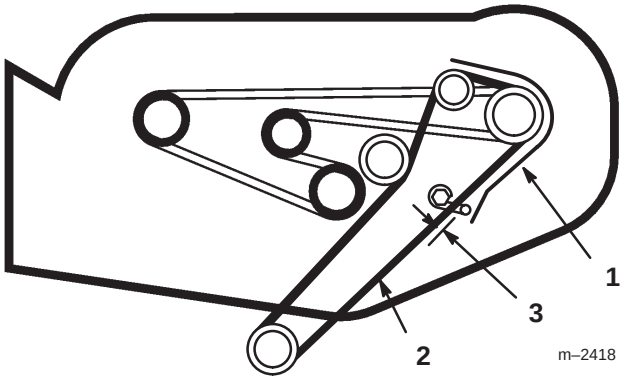

Figure 30
2. Retirer les vis de fixation du cache-poulie de gauche et le cache-poulie. Déposer la courroie de PdF (Fig. 30).
2. Remonter le cache-poulie de gauche à l'aide des vis de fixation enlevées précédemment (Fig. 30).
4. Régler la position du guide-courroie à une distance de 4 mm (1/8") de la courroie (Fig. 30).